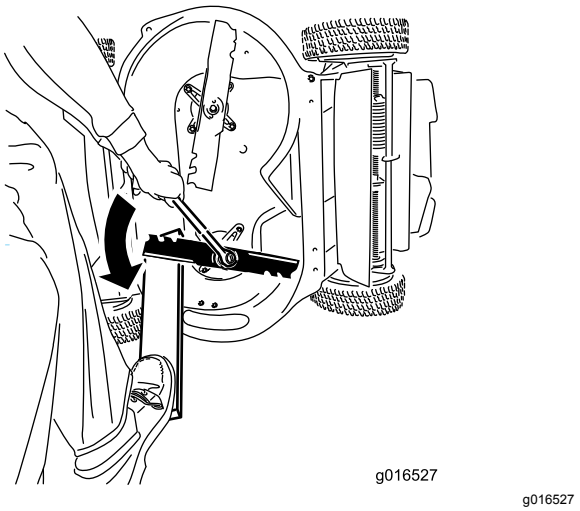

Figur 44
1. Brug en træklods til at understøtte hver kniv og drej knivbolten mod uret som vist i Figur 44.